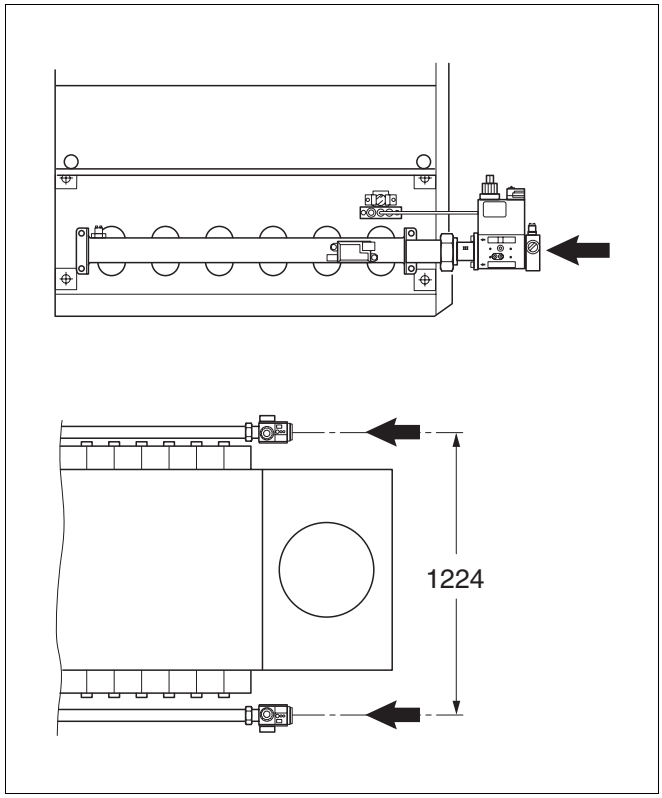

Rys. 45 Przyłącze gazowe
- Zamontować przewody do przyłącza gazowego kotła grzewczego bez naprężeń (rys. 45).